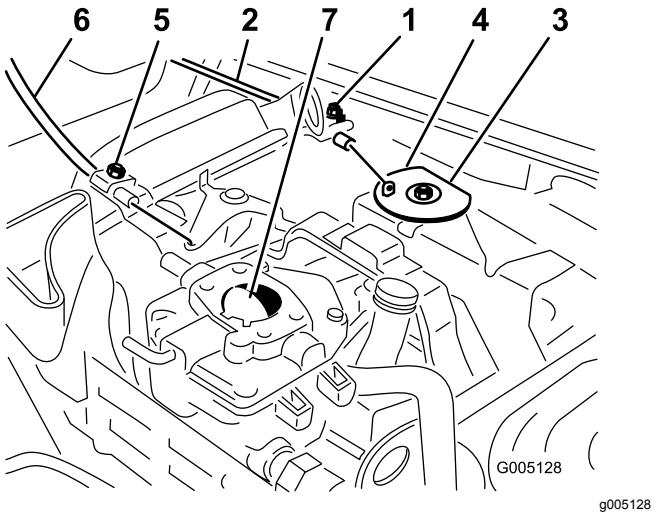

Figur 48
1. Lossa skruven på kabelklämman som fäster kabeln vid motorn (Figur 48).
3. Dra hårt i gasvajern tills lekarens baksida rör vid stoppet (Figur 48).
3. Dra hårt i chokevajern tills chokeregleringsspjället är helt stängt, och dra sedan åt skruven på kabelklämman (Figur 48).